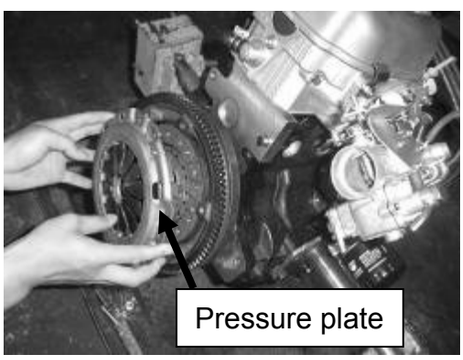

Figure 42
6. Remove the pressure plate (**See** Figure 42).